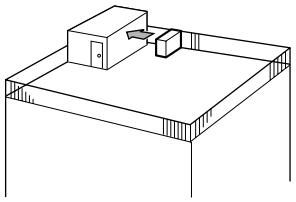

Fig. 2-3
① Coloque la salida de aire de frente a la pared más próxima a una distancia de unos 50 cm de ella. (Fig. 2-3)